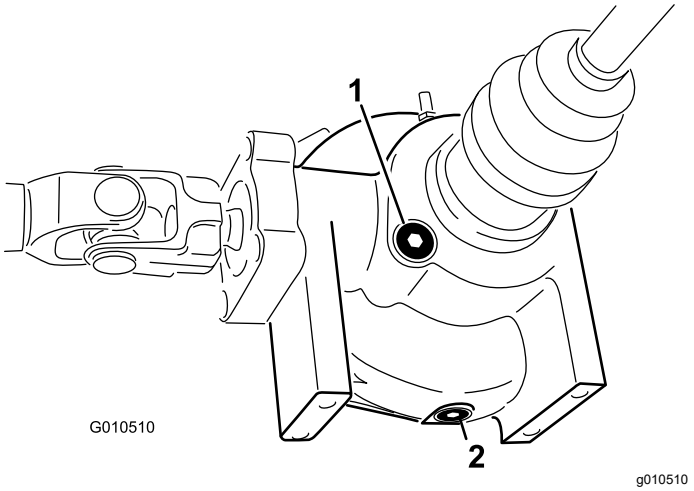

Figur 44
4. Rengjør området rundt påfyllings-/kontrollpluggen på siden av differensialen (Figur 44).
4. Rengjør området rundt tappepluggen på siden av differensialen (Figur 44).